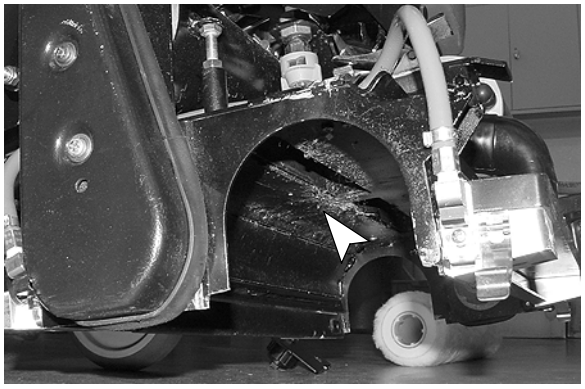

FIG. 31
2. Remove any debris build-up from the underside of the scrub head (Figure 31).